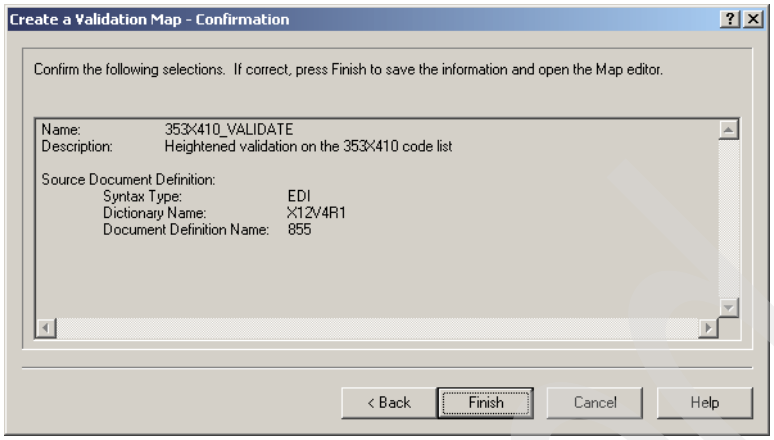

Figure 18-38 Verify selections
6. Finally review details of the selections you made (Figure 18-38 on page 615)and click **Finish**.